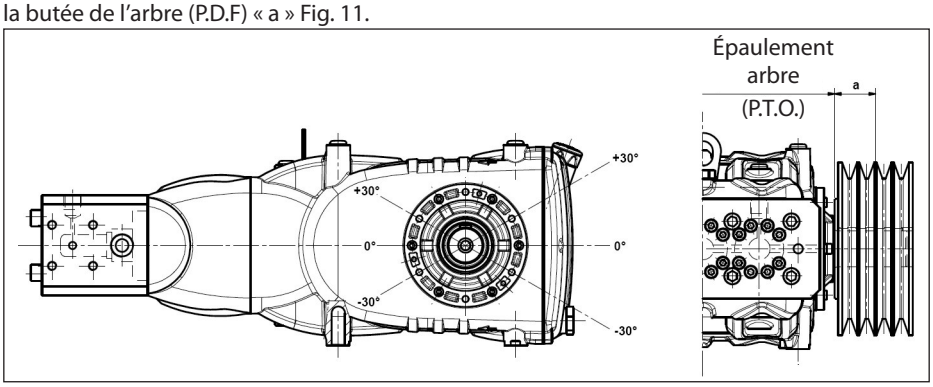

Fig. 11
La transmission est considérée appropriée si cette charge est appliquée à une distance maximum **a=40 mm** de l'épaulement de l'arbre (P.D.F) comme indiqué en Fig. 11.
b) Utiliser des courroies à haut rendement - par exemple **XPB** au lieu de **SPB** - car il sera nécessaire d'avoir une quantité inférieure de courroies égales à la puissance transmise et par conséquent une distance inférieure de la résultante par rapport à la butée de l'arbre (P.D.F) « a » Fig. 11.
e) Contrôler la direction de la tension de la courroie comme indiqué Fig. 11 : pour toute autre nécessité, contacter le ***Bureau Technique*** ou le ***Service d'Assistance Clients***.